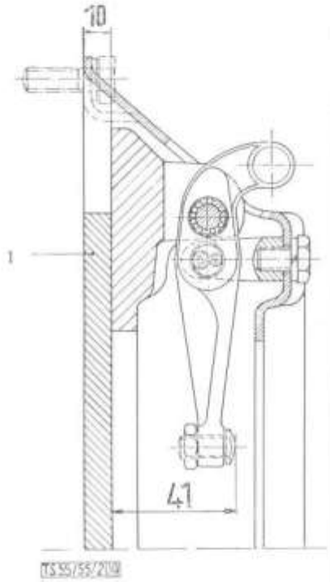

Bild 86: **Einstellmaß des Kupplungsausrückhebels (für neue Kupplung)**
a) Gegenmuttern von Einstellschrauben (77/19) lockern und so lange drehen, bis die Druckfläche der Einstellschrauben 41 mm (Bild 86) über der Einstellscheibe liegt (86/1). Dieses Maß wird mit einer Einstellehre (78/4) oder Meßuhr (85/1) gemessen.